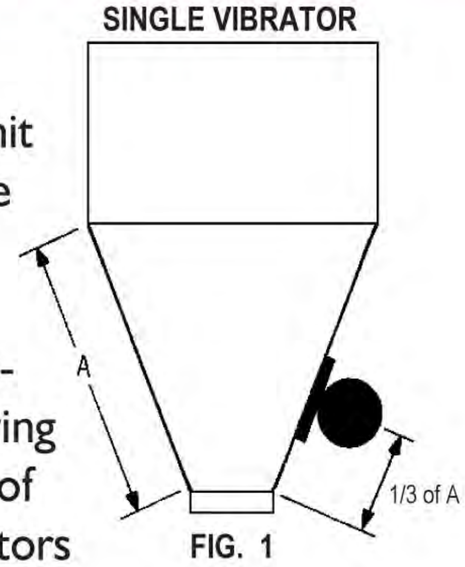

FIG. 1
The majority of applications require only one (1) BE motor vibrator. Figure 1 illustrates the most commonly recommended mounting for a single unit on a bin or hopper, attaching the motor 1/3 up the sloped wall section.